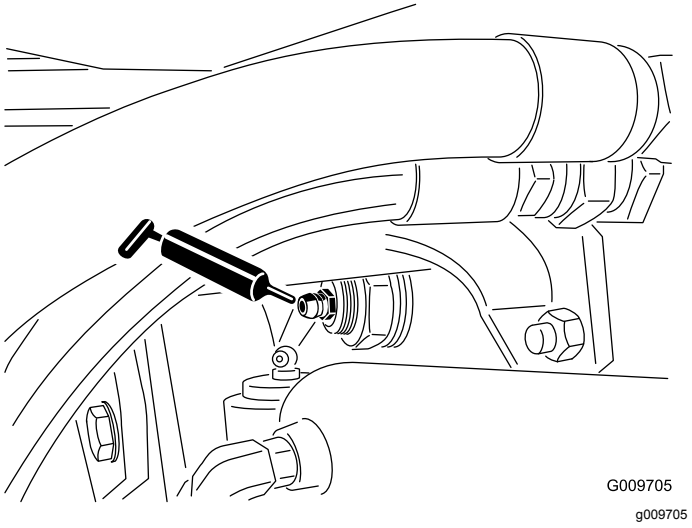

**Figur 44**
- Bagakslens drejebøsninger (2) (Figur 44)